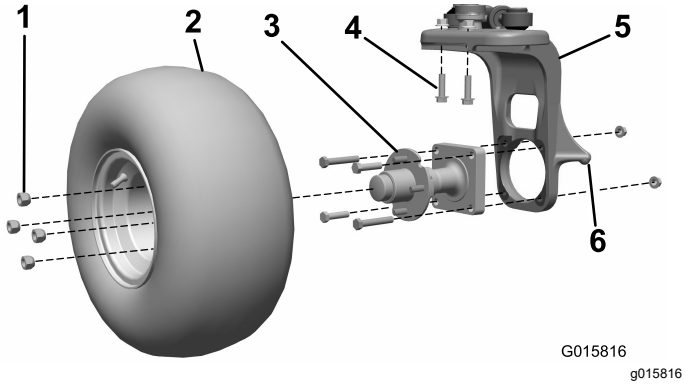

Figuur 1
1. Breng de eenheid omhoog op het krikpunt van de zwenkwielvork (Figuur 1).
2. Verwijder het wiel van de wielnaaf. Bewaar de wielmoeren (Figuur 1).
3. Verwijder de 4 bouten en 2 moeren waarmee de wielnaaf aan de zwenkwielvork bevestigd is (Figuur 1). Gooi alle onderdelen weg.
4. Verwijder de 2 bouten en 2 moeren waarmee het verticale stuurdraaipunt aan de zwenkwielvork bevestigd is (Figuur 1). Gooi deze onderdelen weg.